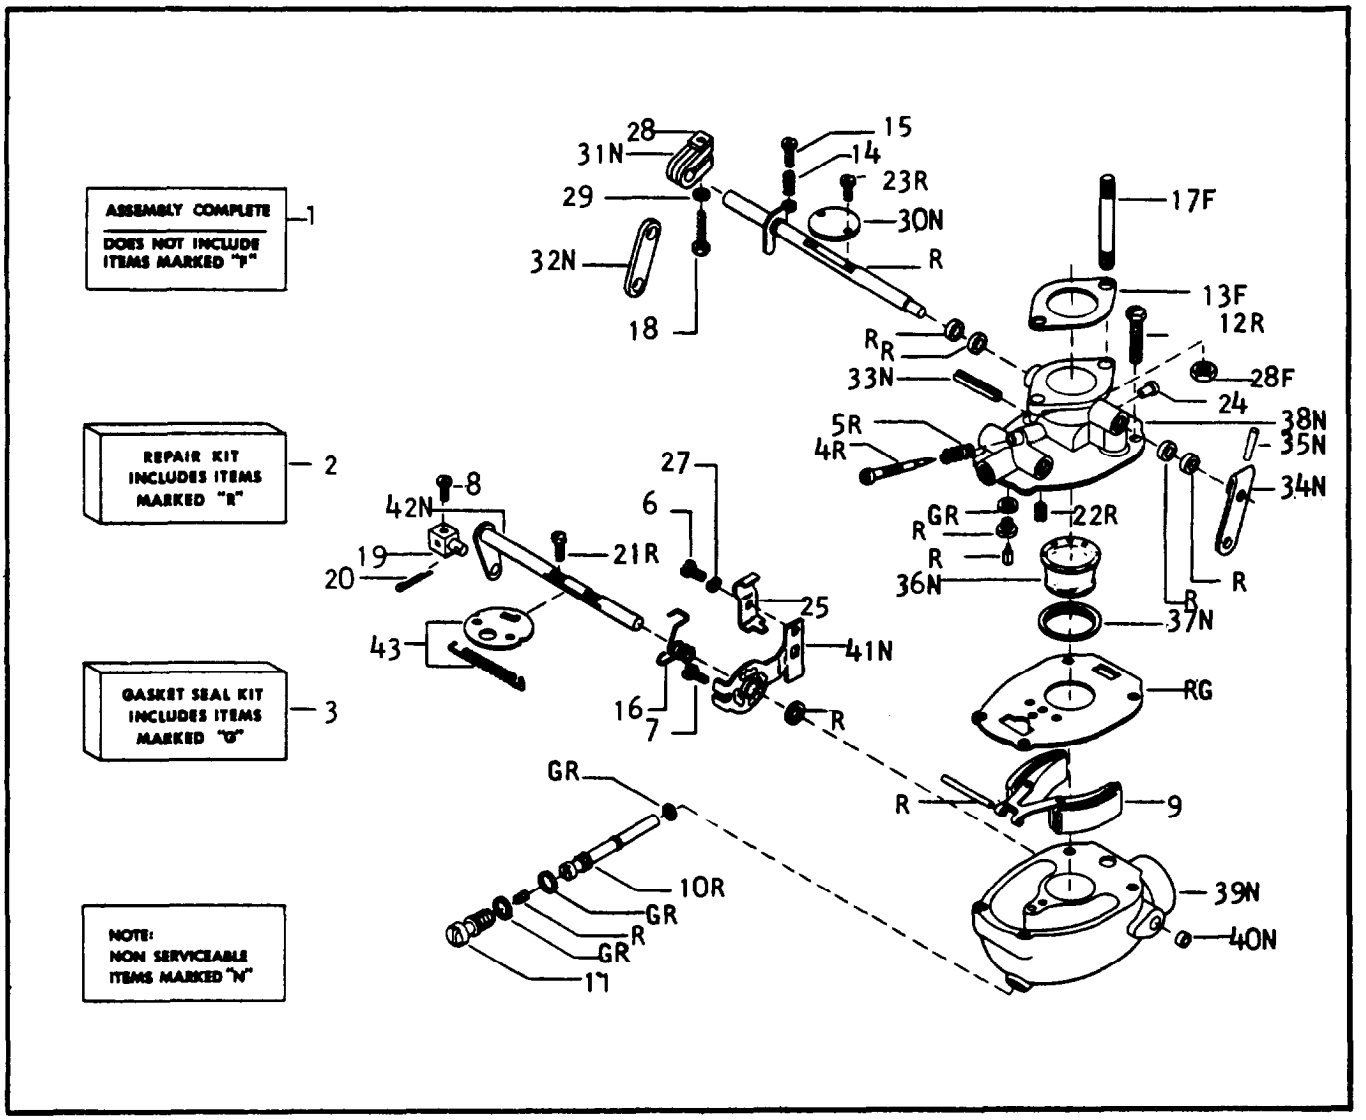

Figure 5-81. Carburetor Assembly
5-79. DISASSEMBLY. (See figure 5-81.)
LEGEND FOR FIGURE 5-81
a. Refer to figure 5-81 for parts identification and proceed as follows:
5-81. REASSEMBLY. (See figure 5-81.)